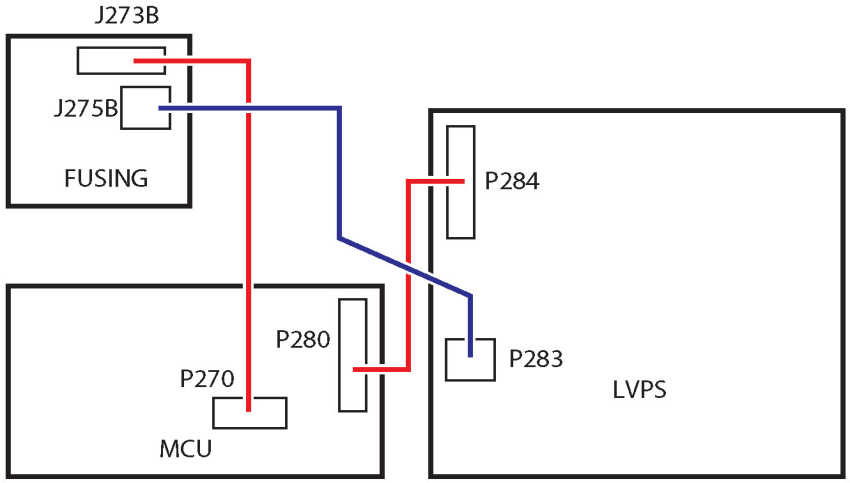

Figure 1 Fusing Assembly Connections
3. Check the connection between the FUSING ASSY and the MCU Board and the connection between the FUSING ASSY and the LVPS Board, Figure 1.
4. Verify the connection between the LVPS Board and the MCU Board, Figure 1.